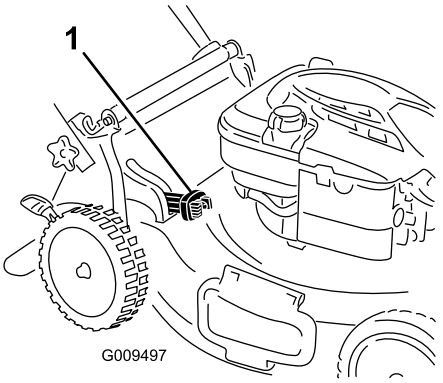

Figur 19
- For å samle opp gress- og løvrester trykker du på knappen på spaken for automatisk oppsamling og flytter spaken fremover til knappen på spaken spretter opp (Figur 19).